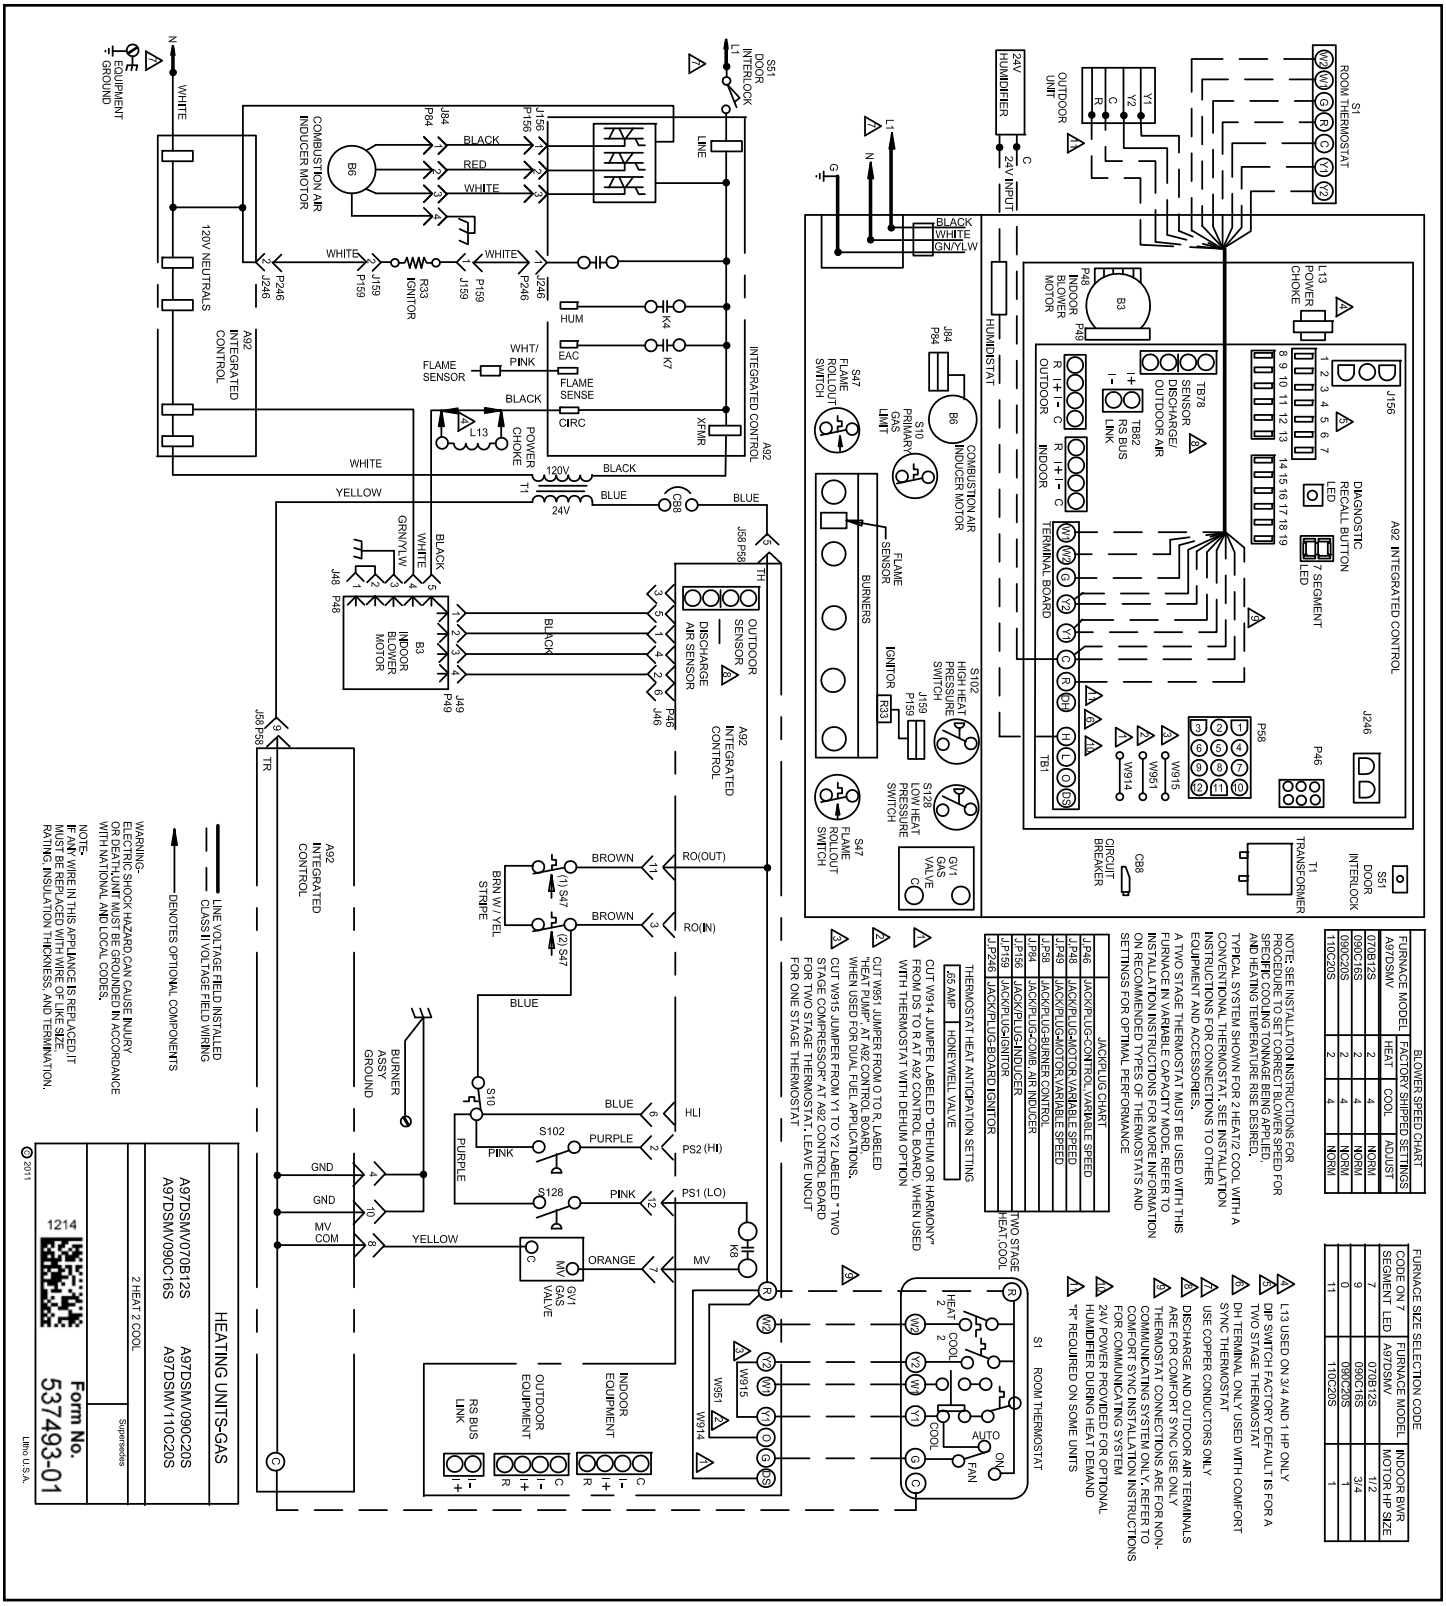

Figure 46. Typical A97DSMV Field Wiring Diagram for Standard Non-Communicating Thermostat
Refer to Figure 46 for unit field wiring. See Figure 47 and Figure 48 for wiring of Comfort Sync™ thermostat in communicating applications. Table 14A through Table 21 show DIP switch and onboard link settings for non-communicating thermostat applications. Typical wiring schematic is shown in Figure 46.
5. Complete the wiring connections to the equipment. Use the provided unit wiring diagram and the field wiring diagram shown in Figure 46. Use 18 gauge wire or larger that is suitable for Class II rating for thermostat connections.